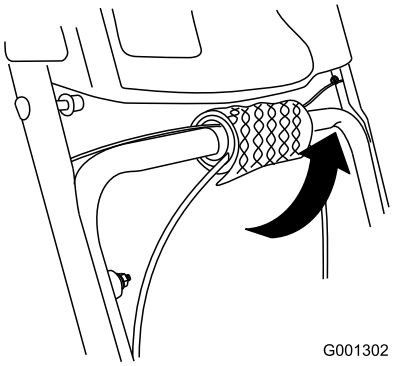

Figur 5
1. Plocka fram kabeländarna från det under handtaget (Figur 5).